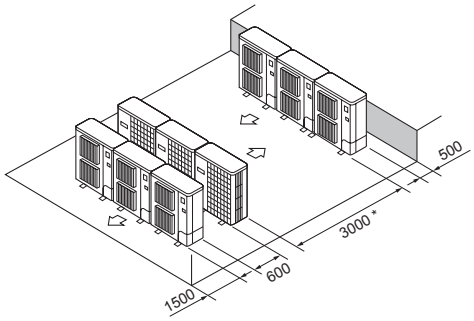

Abb. 2-18
(6) Mehrfachanlagen in paralleler Anordnung (Abb. 2-18)